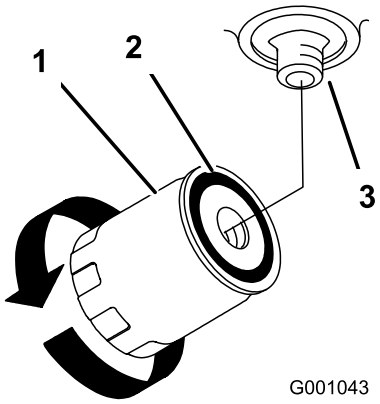

**Figur 69**
3. Påfør et tyndt lag hydraulikvæske på gummipakningen på det nye filter (Figur 69).
7. Fyld hydrauliktanken med hydraulikvæske, indtil væsken flyder over filteret, og drej dernæst oliefilteret med uret, indtil gummipakningen berører filteradapteren. Stram dernæst filteret yderligere 1/2 omgang (Figur 69).